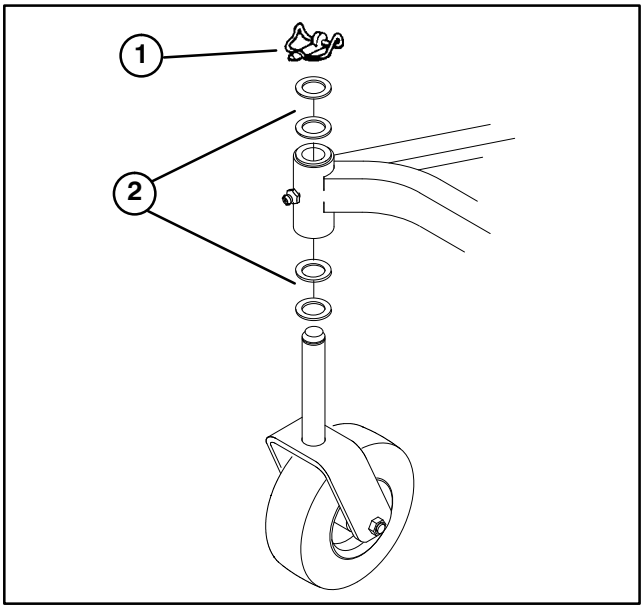

Figure 25
4. Insert pin punch into top or bottom of mounting tube and drive bushing out of tube (Fig. 25). Also drive other bushing out of tube. Clean inside of mounting tube to remove any dirt.